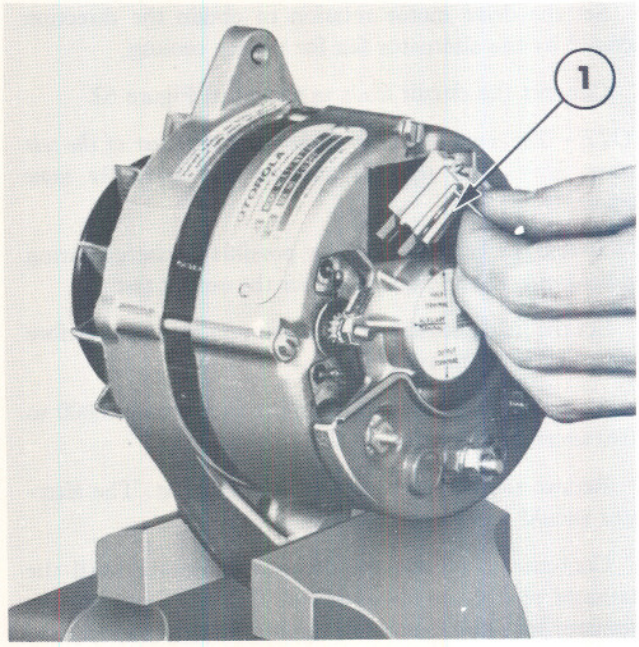

Figure 61
1. Place the brush assembly, Figure 61, in the cavity.